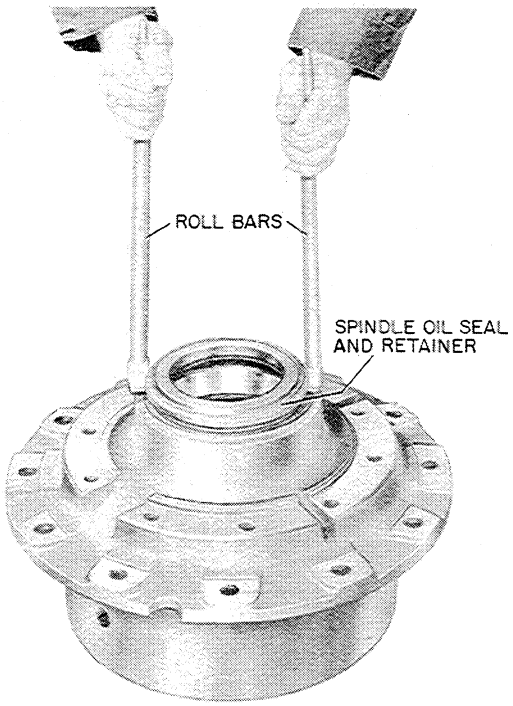

Figure U-25
1. The spindle oil seal and retainer are pressed into the hub and drum, Figure U-25. Remove, using two roll bars as shown in Figure U-25. Then the inner bearing can be removed.